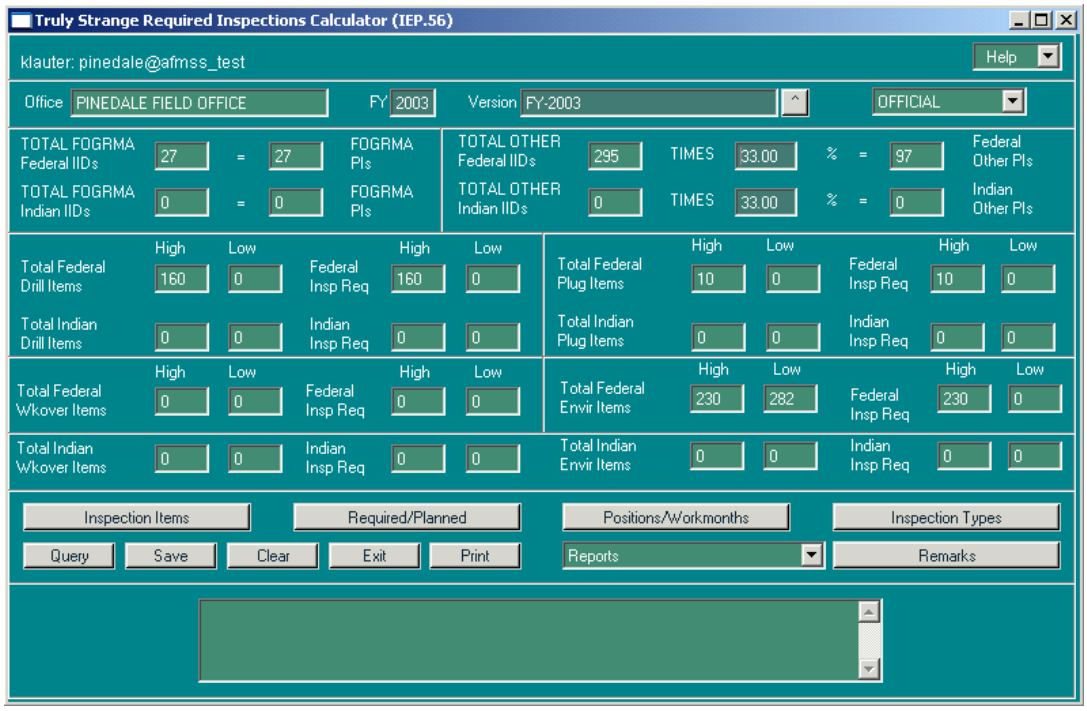

Figure 4-55: Truly Strange Required Inspections Calculator (IEP.56) Window
1. Click the **Calculations** button. This launches the *Truly Strange Required Inspections Calculator (IEP.56)* window (Figure 4-55). This window displays information entered on the *Non-Indian AFMSS I&E Strategy Matrix–Inspection Items (IEP.54)* window and allows changing the percentage of **Total Other** inspection items to be accomplished. Ensure that the percentage field is defaulting to 33.33%. If it is not, manually input this number in the entry field.